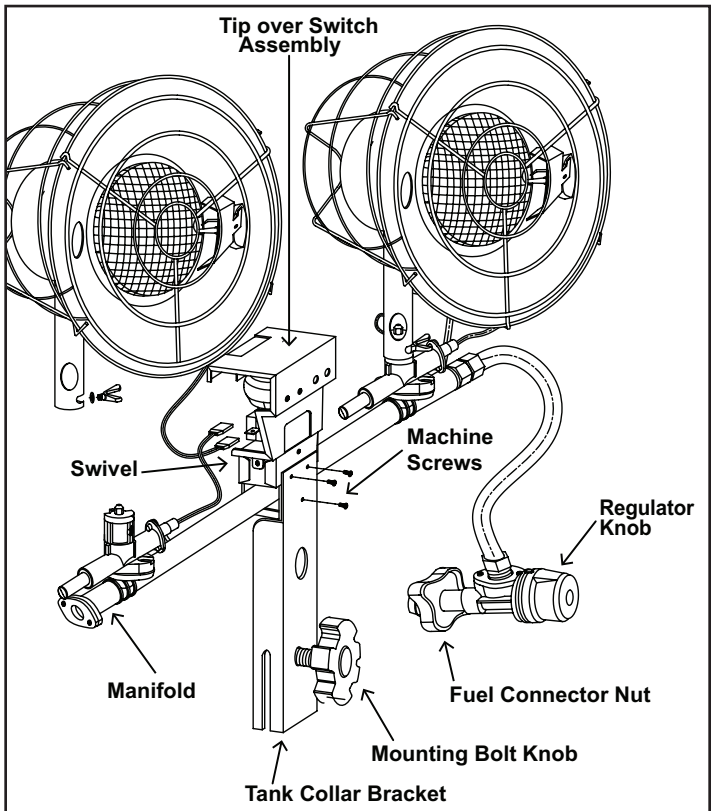

Figure 1
1. Place the tank collar bracket on top of the center plate. Be sure the mounting bolt knob is on bottom as shown in Figure 1.